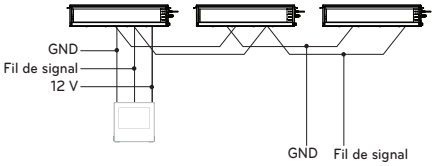

Figure.1
- La télécommande est équipée d'un écran LCD. Pour l'affichage correct de l'écran LCD de la télécommande, celle-ci doit être installée comme indiqué dans la fig. 1. (la hauteur par défaut est de 1.2 m ~ 1.5 m par rapport au sol.)
(Figure 1)
1 Si vous reliez plus de deux climatiseurs à un même dispositif de régulation à distance filaire, procédez comme indiqué dans la figure.1 ci-dessous.